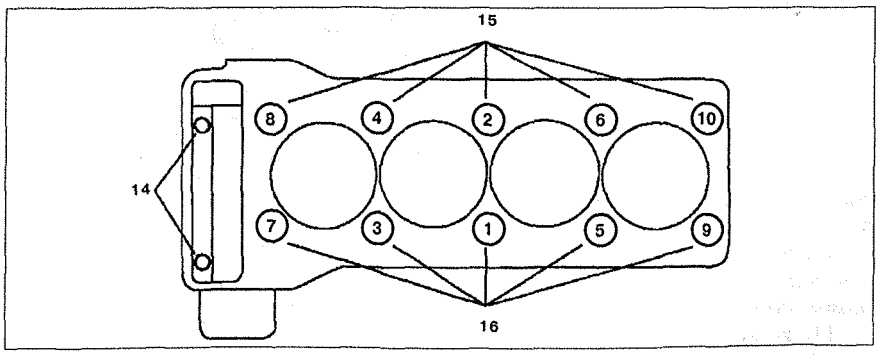

Рис. 5.27. Последовательность ослабления и затяжки болтов крепления головки блока цилиндров.
23. Ослабьте болты крепления головки блока цилиндров **26** в последовательности, указанной на рис. 5.27 и открутите их.
27. Смажьте резьбовые отверстия и поверхности прилегания головок болтов крепления головки блока цилиндров **26** и вставьте их. Затяните болты крепления головки блока цилиндров в порядке, указанном на рис. 5.27. Затяните болты **15** до 1-й стадии, болты **14** – полностью, затем болты **15** до 2-й стадии, проверьте болты **14**, и, при необходимости, дотяните их. Затяните болты **15** до 3-й стадии.